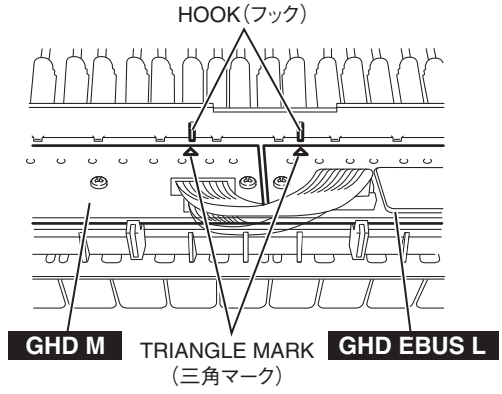

Fig. 26 (図26)
* ***When installing the circuit boards, set it under hooks to align the triangle marks of the circuit board and projection parts of the frame as shown in figure 26.***
※ **GHD M シートと GHD EBUS L シートを取り付ける際は、フレーム裏側にあるフック位置と基板の△マークが一致していることを確認してください。(図 26)**